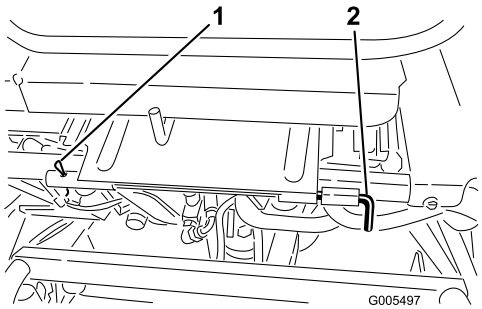

Figuur 33
3. Laat de stoel neer en verwijder de borgpen waarmee de draaistang van de stoel is vastgezet aan het frame (Figuur 33).